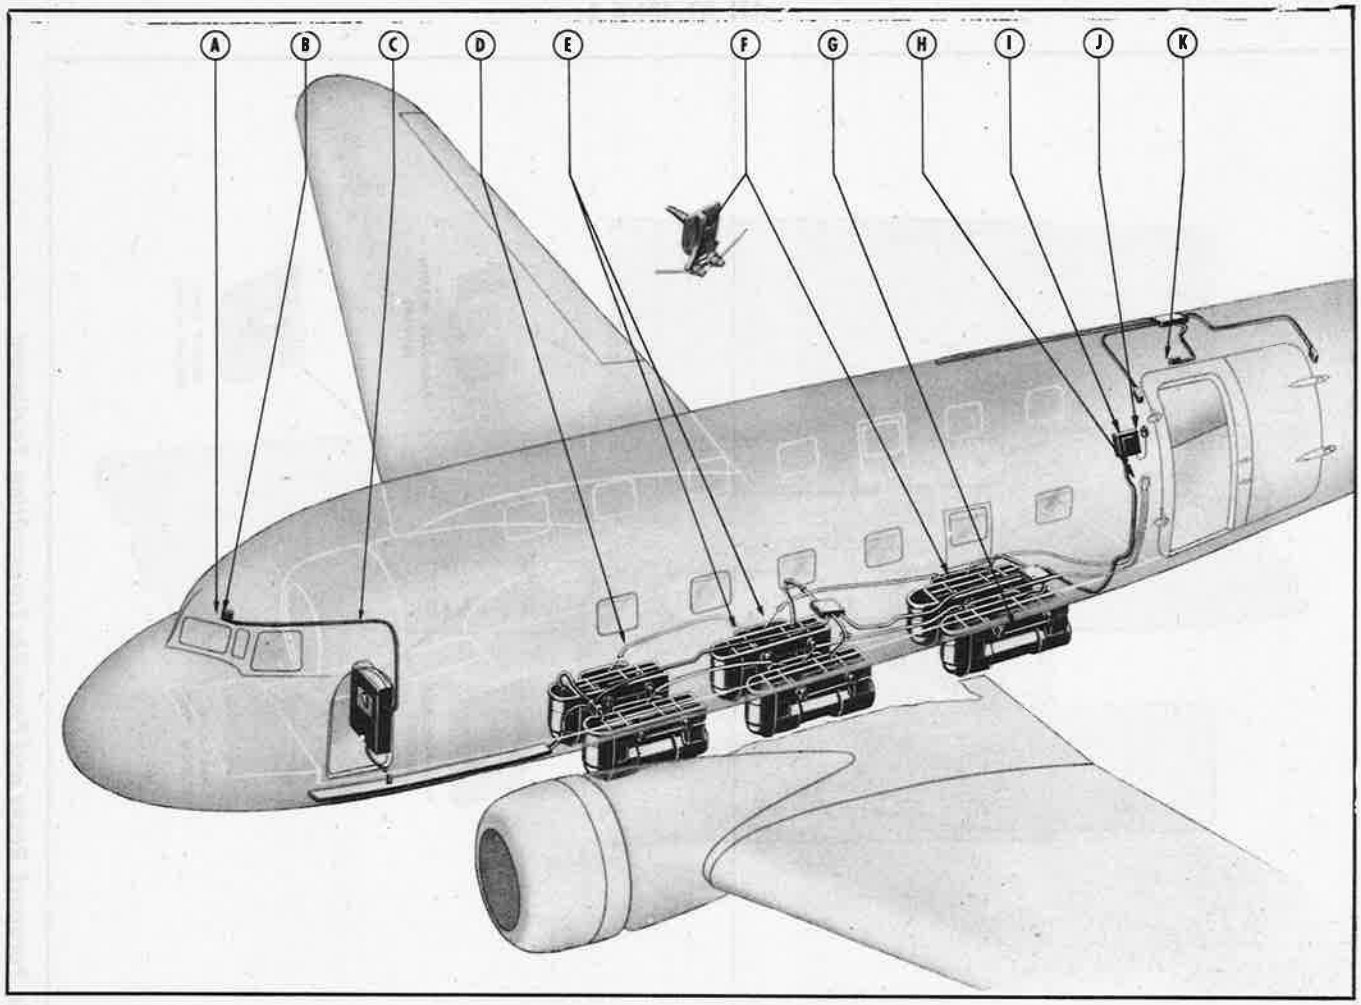

Figure 607—Parapack Release Controls
(b) RELEASE CONTROLS.—The release controls (figure 607) are operated and located as follows:
3. Connect the two forward manual control wires to the two manual release lever swivels (figure 607) on the two forward racks.
Make certain that the release levers (figure 607) at each end of each control wire are against the "stops" before the wires are secured to the swivels. This also applies when attaching the center and the aft control wires.